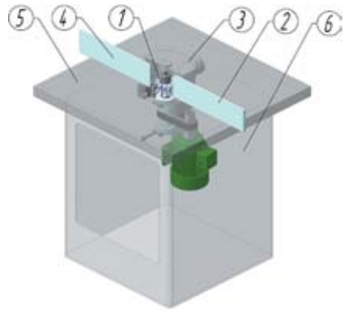

*Рис. 2. Фрезерный станок с нижним расположением шпинделя:*
Обзор оборудования, предназначенного для фрезерования деталей из древесины, открывает **вертикальный фрезерный станок с нижним расположением шпинделя** (рис. 2), получивший наибольшее распространение в деревообрабатывающей промышленности благодаря универсальности. Он способен фрезеровать заготовки почти любых габаритов несколькими способами, компактен, имеет довольно высокую производительность, относительно простое и удобное управление. **В состав этого станка входят:**
**3. Ограждение фрезы** закрепляется на столе станка и выполняет две основные задачи: закрывает опасную рабочую зону и участвует в сборе стружки через патрубок, предусмотренный для соединения с цеховой системой аспирации. Во многих моделях ограждение фрезы также играет роль кронштейна для крепления линеек, а также поддерживающего быстросъемного центра – дополнительной опоры для верхней части шпинделя. Ограждение фрезы – важнейший элемент системы безопасности станка. На рис. 2 его изображение условно. Это сложный, механизм с несколькими уровнями защиты для всех режимов фрезерования, его отказ его во время работы станка недопустим! Ограждение должно полностью закрывать инструмент при любом положении заготовки и в тоже время не препятствовать процессу фрезерования.